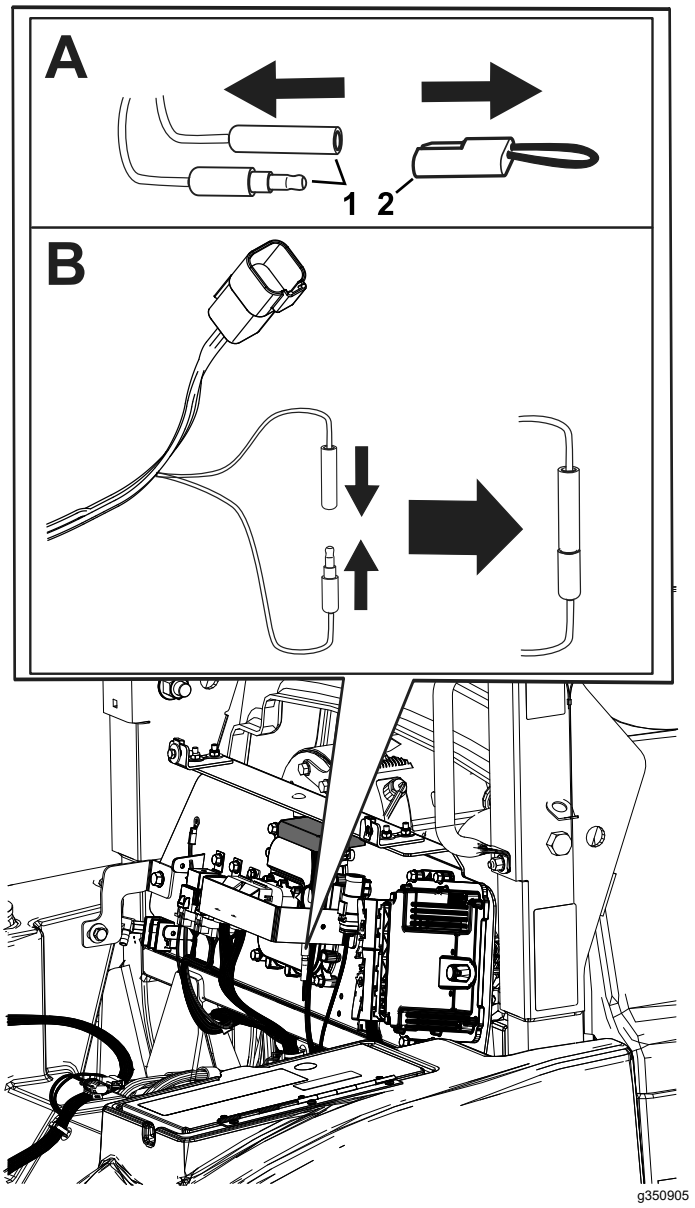

Figura 5
1. Sobre una superficie plana, retire el tapón de los conectores de calibración (Figura 5).
2. Enchufe entre sí los conectores de calibración, como se muestra en la Figura 5.